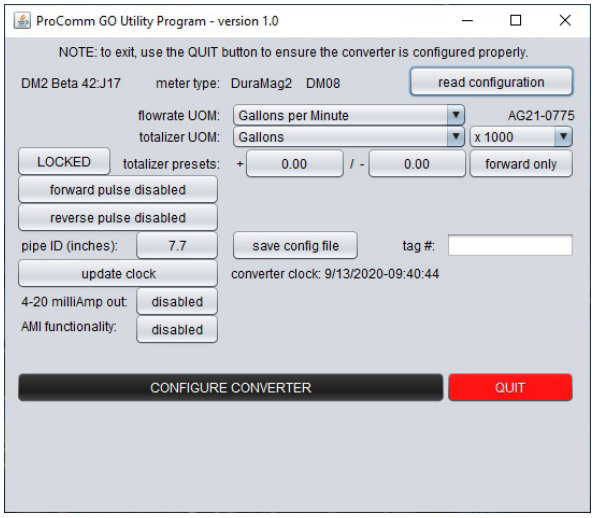

Figure 35. Configuration tool interface
2. Start the software. Follow the instructions shown before setting up your customized configuration. (Figure 35)